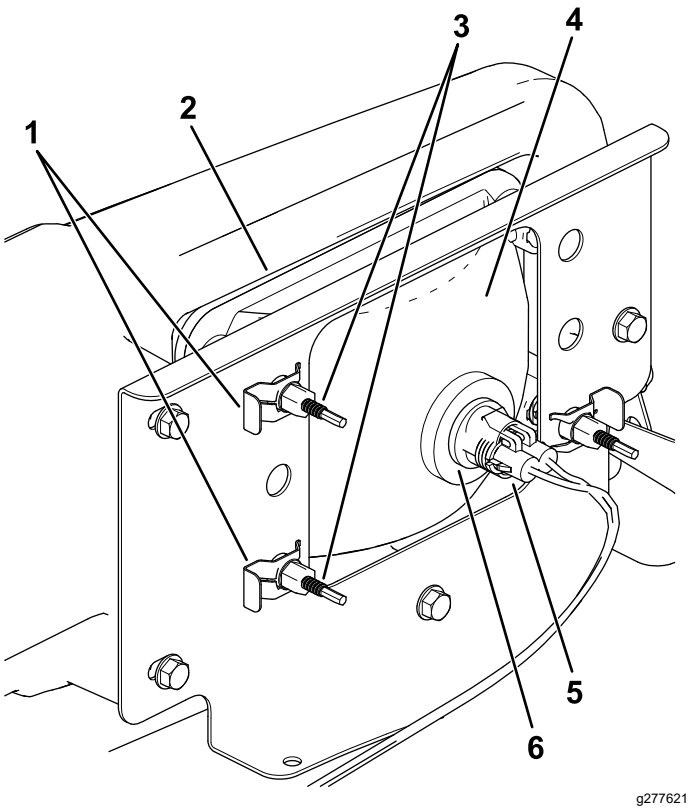

Figur 39
3. Koppla loss kablagets elektriska anslutning från lampenhetens kontakt (Figur 39).
4. Ta bort snabbklämmorna som fäster strålkastaren vid strålkastarfästet (Figur 39).
5. Demontera strålkastarenheten genom att flytta den framåt genom öppningen i den främre stötdämparen (Figur 39).
6. För in den nya strålkastaren genom öppningen i stötdämparen (Figur 39).
8. Anslut kablagets elektriska anslutning till lampenhetens kontakt (Figur 39).
5. Vrid justerskruvarna (Figur 39) på baksidan av strålkastarenheten för att vrida enheten och rikta in ljuskäglan.